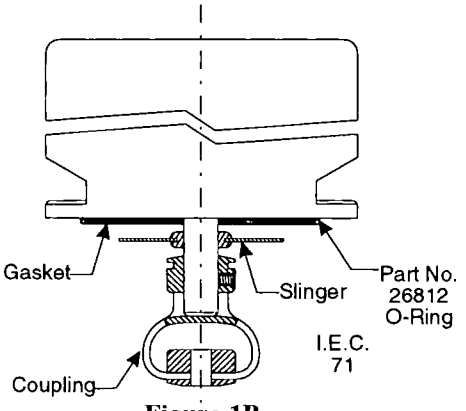

Figure 1B
c. Install LMI Part No. 26189 (Gasket) between the motor and the motor adapter. In addition, Part no. 26182 ("O" Ring) must be installed over the motor alignment diameter on the 71 frame motor (see Fig. 1B).